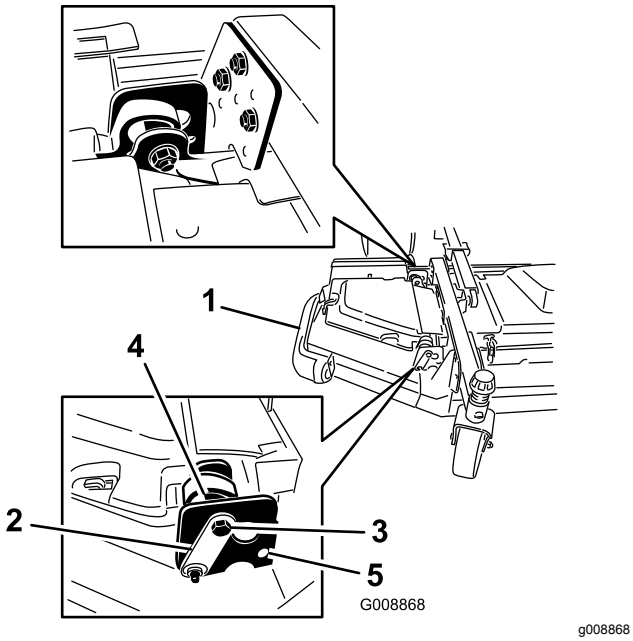

Figuur 4
4. Installeer de voorste en de achterste aanslag-bouten via de bovenste montageopeningen en excentrieken (Figuur 4).